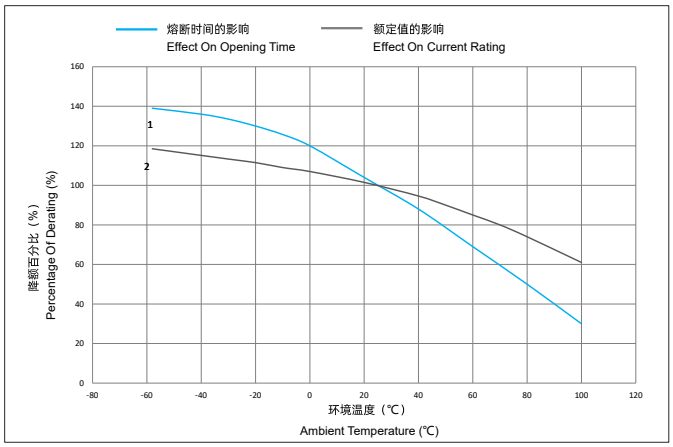

图1
- 图1表示环境温度对传统慢断及中等慢断型熔断器承载能力及5I_N熔断时间的影响。